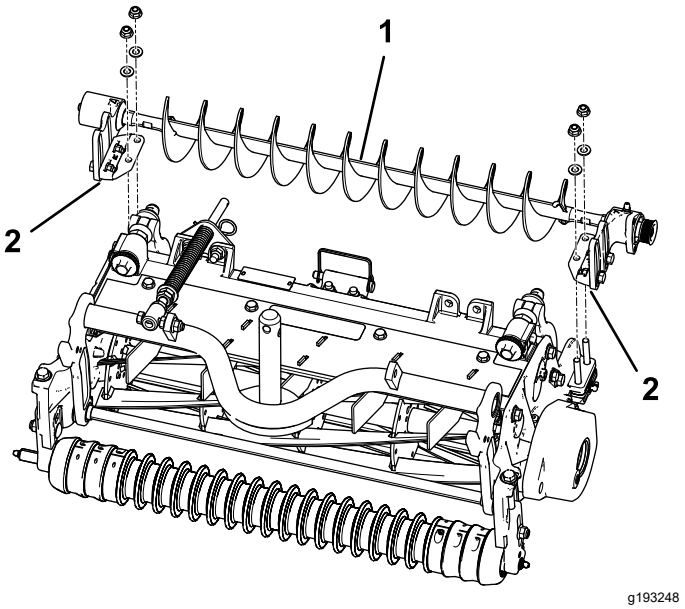

Figura 10
4. Posizionate le staffe di montaggio del gruppo spazzola per rulli di sinistra o destra sui bulloni della staffa per rulli (Figura 10).